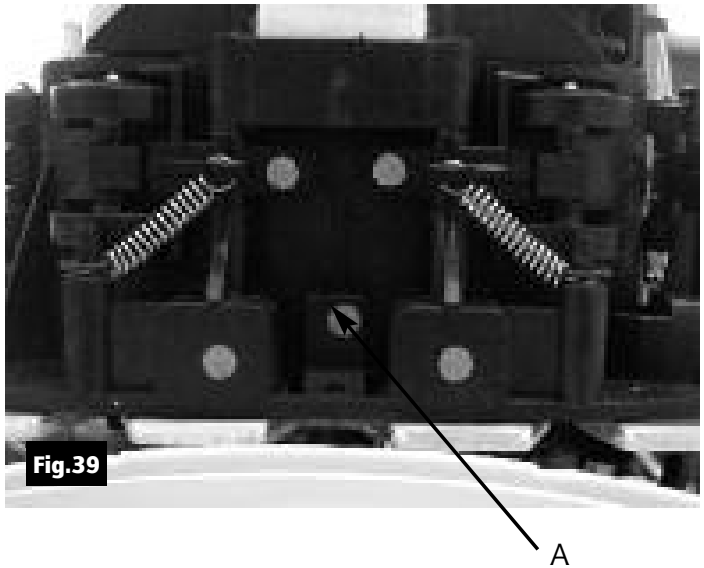

Fig.39
2. To remove the U-track, pull back on lever (A) away from unit (Fig.39).